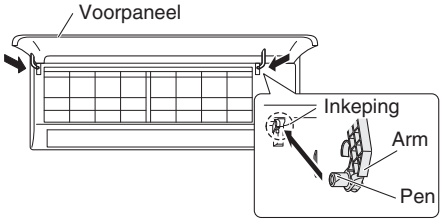

Afb. 3-17
(1) Breng de bovenrand van de grille in lijn met het frame en beweeg de grille horizontaal om de bovenkant en de onderkant ervan in het frame te kunnen schuiven.
(2) Druk stevig met uw hand tegen de grille om er zeker van te kunnen zijn dat er geen ruimte is tussen het frame en de grille.
(3) Draai de 6 schroeven vast. Doe de verwijderde afdekkingen terug op hun plaats.
(4) Pak de gedeelten bij de armen van het voorpaneel aan beide zijden vast en houd het voorpaneel zo dat het bijna horizontaal staat. Druk de asjes van de armen naar buiten zodat ze in aanraking komen met de bovenkant van de inkepingen aan de linkerkant en de rechterkant van de airconditioner. Druk vervolgens stevig tot de asjes van de armen op hun plaats vastklikken. (Afb. 3-17)
(5) Zet de onderste flap terug op zijn plaats.